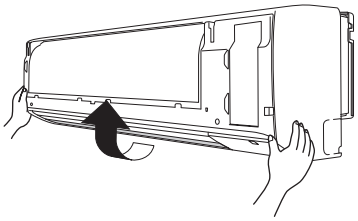

Fig. 3-16
(6) Levante a grade na direcção indicada pela seta e puxe-a na sua direcção para a retirar. (Fig. 3-16)